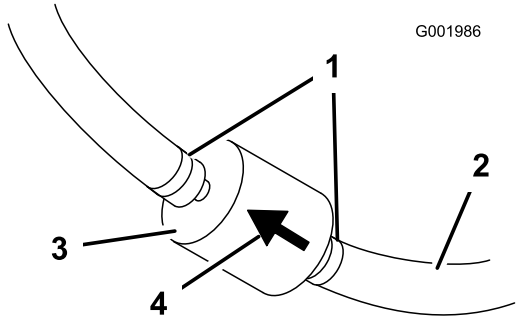

Rysunek 46
5. Ściśnij końce obejm przewodu i odsuń je od filtra (Rysunek 46).